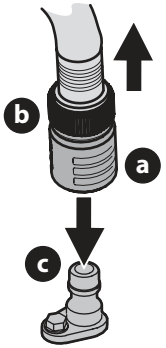

Fig. 31
3. Tire del collarín de ajuste (a) del adaptador del pico (b) hacia atrás y empuje el adaptador del pico sobre el pico de lavado de la plataforma (c). Suelte el collarín de ajuste para trabar el adaptador del pico en el pico de lavado de la plataforma (Fig. 31).